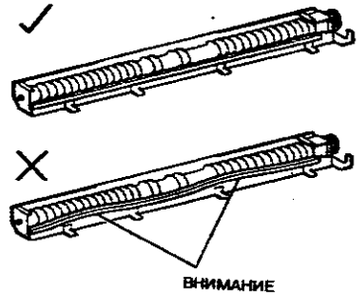

**Рисунок 3. Правильная установка прокладки**
3. (Рисунок 3) Пр. .ановке прокладок не допускается их перекручивание или деформация.